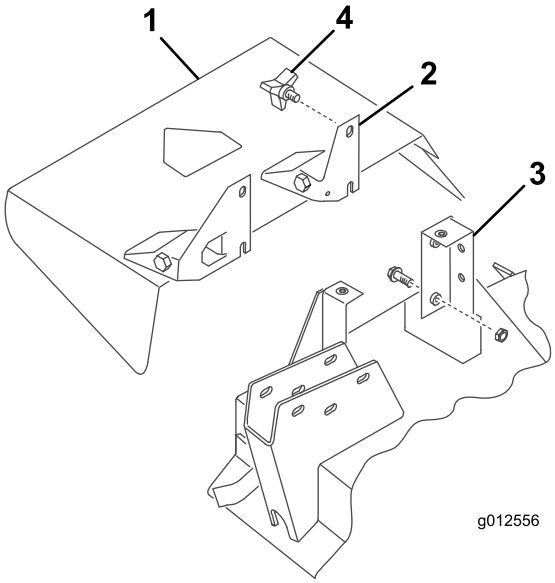

Bild 30
2. Schieben Sie die Schlitze unten an der Schwenkhalterung des Ablenkblechs auf die Schrauben an der Seite der Mähwerkhalterungen (Bild 30).